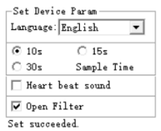

Figura 4.10
- Configurar los parámetros del dispositivo: El usuario puede configurar el idioma y el tiempo de la muestra. La interfaz de configuración correcta se muestra en la Figura 4.10.